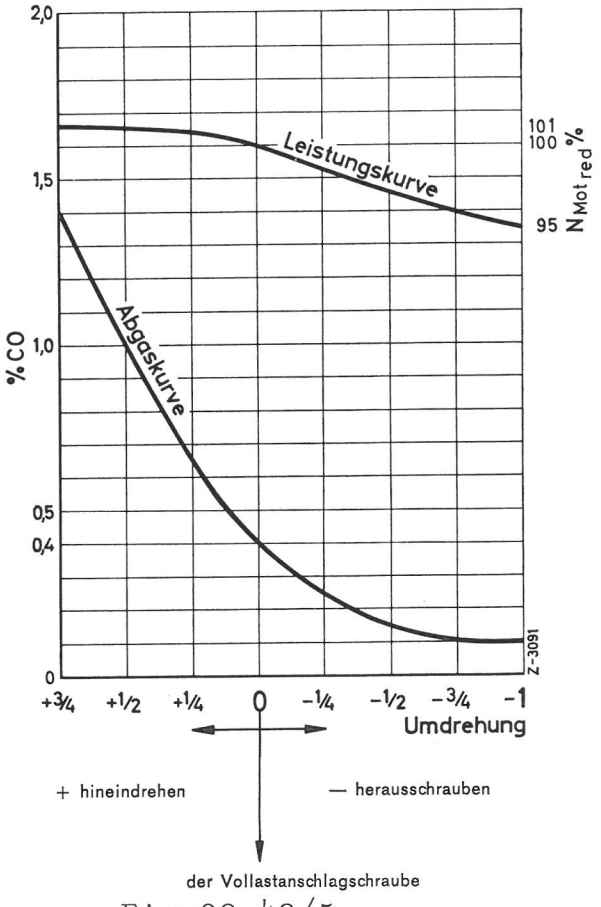

Fig. 00-43/5
Kulilteindholdets afhængighed af fuldlastanslagsskruens stilling på en dieselmotor fremgår af fig. 00-43/5.
Vognen køres på prøvestanden i 2.gear under fuldlast med et omdr-tal på n = 4ooo o/min. (der anvendes en omdr.tæller til kontrol af omdr.tallet). Når den stationære tilstand er nået, gennemføres målingen. Aflæsningen af kulilteindholdet i % på røret indføres direkte i det tilhørende diagram, hvorpå fuldlastanslagsskruen indstilles på grundlag af de forneden indtegnede omdr.tal (fig. 00-43/5). Indskruning af anslagsskruen giver mindre reguleringsstangsvandring og mindre indsprøjtningsmængde. Drejes anslagsskruen udad, fås en længere vandring af reguleringsstangen og tillige større indsprøjtningsmængde.
Eks.: Viser målingen således ca 1,1% CO, overfører man denne værdi i diagrammet (fig. 00-43/5 og trækker en lodret linie nedad fra udblæsningsgaskurvens skæringspunkt og aflæser der, hvor meget fuldlastanslagsskruen skal skrues ind eller ud. I det foreliggende tilfælde skal anslagsskruen drejes en god halv omdrejning ind.
For at prøve indsprøjtningsmængden accelererer man vognen op i 3.gear eller kører på en let stigende strækning vognen op fra lille hastighed (ca. 2o km/t) til stregmærket for 3. gear på speedometeret. Herunder iagttager en medkørende udblæsningsgassen eller man lader den iagttage fra en efterkørende vogn. Viser udblæsningsgassen sig som en sort røg, der endnu én meter eller mere bag vognen stadig er synlig, er det tegn på, at den maximale fødemængde er for stor. For at nedsætte indsprøjtningsmængden skrues fuldlast-anslagsskruen (23) ca $\frac{1}{4}$ omdrejning indad (fig. 00-43/4). Kontrollen gentages, indtil røgen er farveløs og ikke mere kan ses.
1 Den forhåndenværende indstilling ændres til et lavere fuldlastmaximalomdr.tal eller til lavere tophastighed i gearne, ved indskruning af fuldlast-anslagsskruen (1) til reguleringsspjældet på spjældstudsen (se afsnit D og fig. 00-43/3).
2 Er accelerationsrøgen stadig for stærk, nedsættes indsprøjtningsmængden ved at man skruer fuldlast-anslagsskruen (23) ca $\frac{1}{4}$ til $\frac{1}{2}$ omgang længere ind (se afsnit F og fig. 00-43/4).